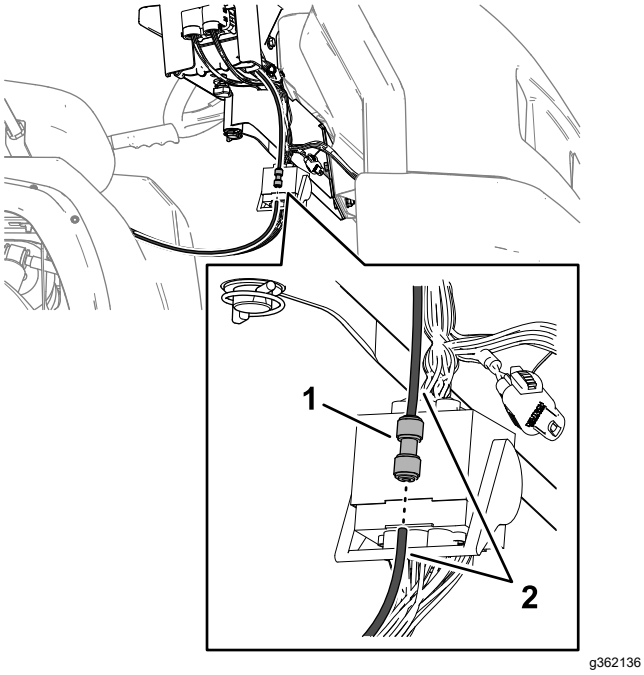

Figure 135
1. Insert the pressure-sense tube into the push-to-connect fitting until it is fully seated (Figure 135).